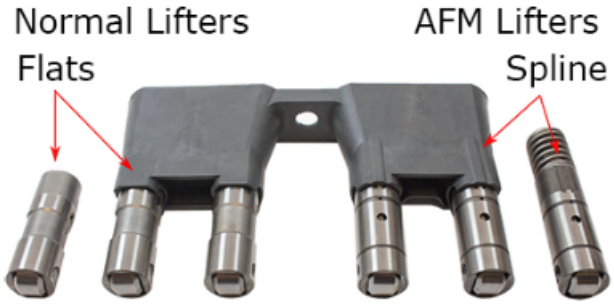

FIGURE 1: AFM and Non-AFM Lifters
2. The AFM lifters are taller and have a spring on one end as shown in Figure 1. When converting to a non-AFM system, a non-AFM camshaft and traditional LS lifters must be used. Also, the original lifter guides are designed to have 2 standard lifters and 2 AFM lifters. These lifter guides need to be replaced with lifter guides designed to have 4 non-AFM lifters. See Figure 1 for lifter guide differences.